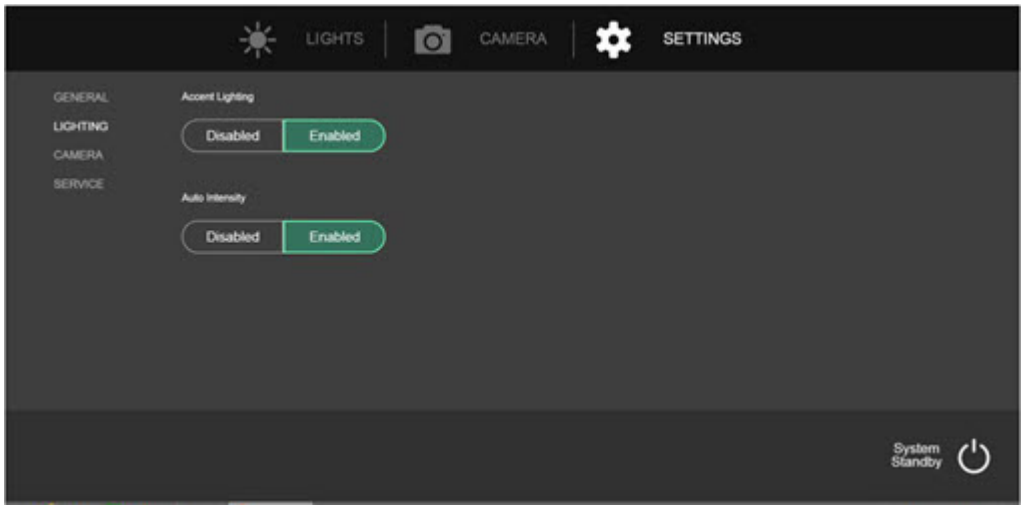

Figura 6-41. Iluminación acentuada
1. Pulse el botón Configuración en el IWC. Consulte la *Figura 6-41*.